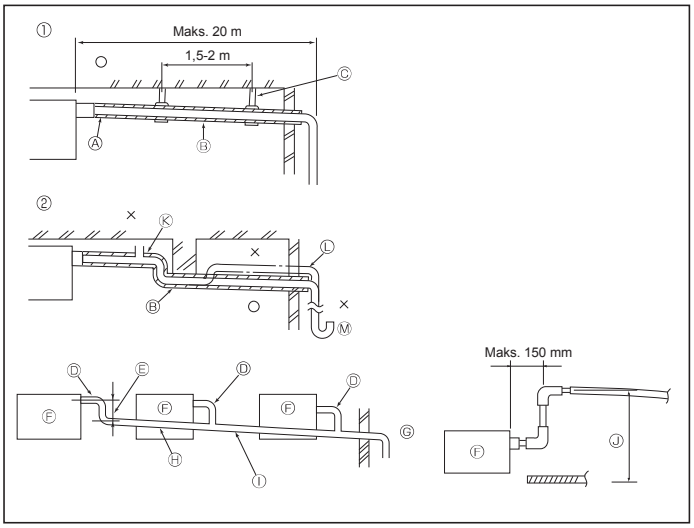

Fig. 6-1
6.1. Føring af drænrør (Fig. 6-1)